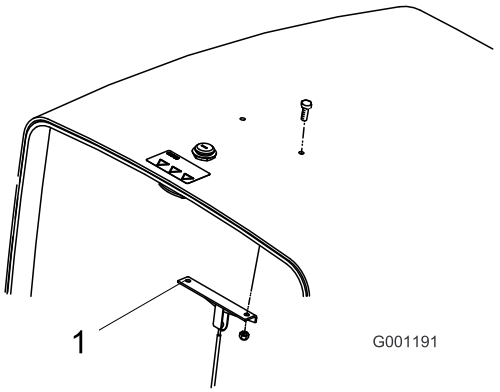

**Figur 4**
1. Ta bort och kasta de två skruvarna och muttrarna som säkrar motorhuvens kabelfäste på undersidan av huven (Figur 4).